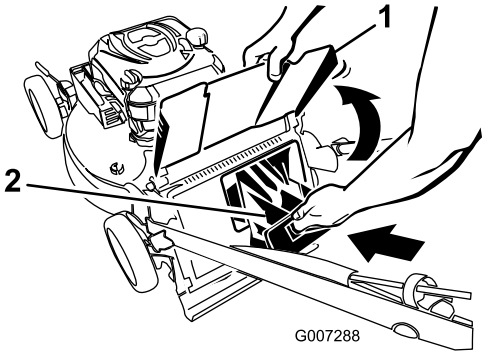

Figuur 26
4. Verwijder de afsluiter van het achteruitwerpkanaal (Figuur 26).